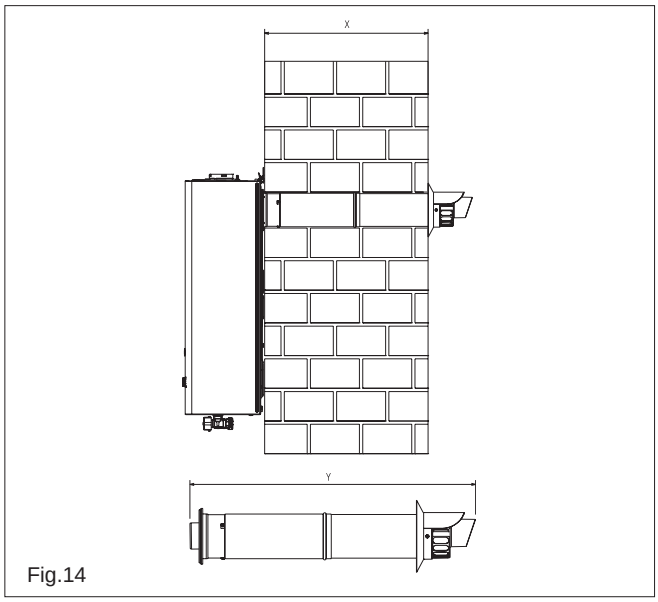

Fig.14
4.5.1.2 FITTING THE REAR FLUE (fig. 14) (rear flue outlet only)